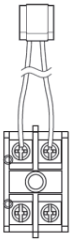

Fig.1
① Trouver le kit de blocs de jonction de chauffage de secours (Fig. 1).
② Assemblez le kit du bornier à l'aide de l'unité vissée